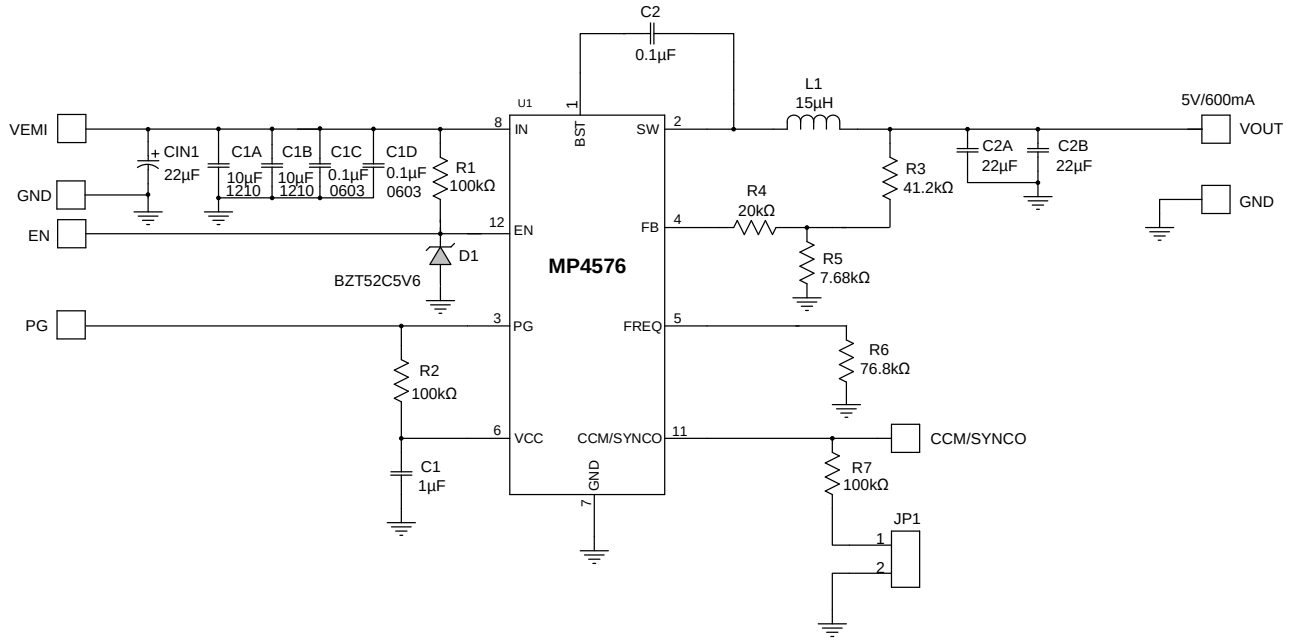

**Figure 8: Typical Application Circuit**
11) The recommended PCB layout is based on the circuit in Figure 8.